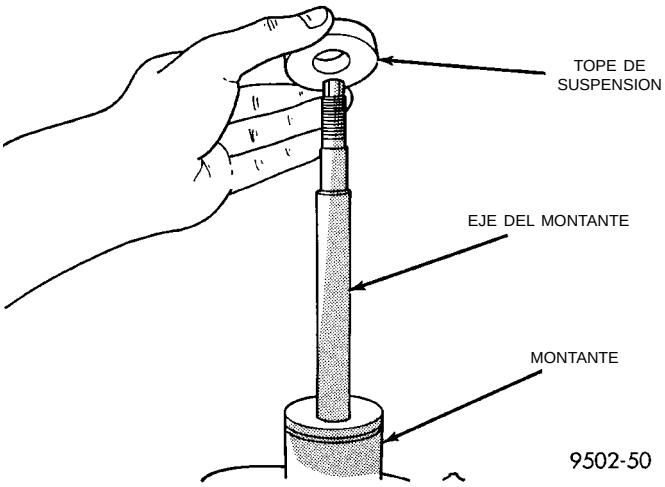

Fig. 33 Tope de suspensión
(10) Retire el tope de suspensión (Fig. 33) del eje del conjunto del montante.
(2) Instale el tope de suspensión en el eje del montante (Fig. 33).